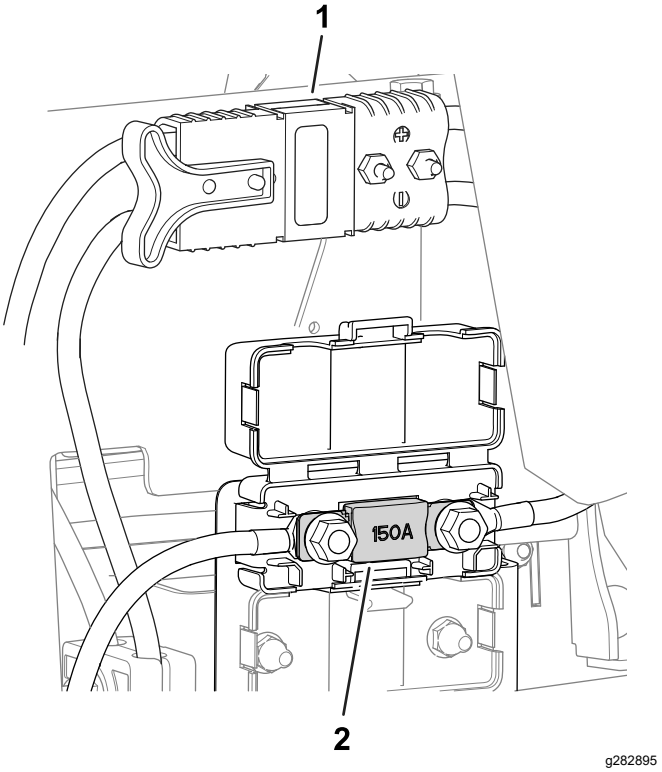

Figura 58
- El fusible del sistema eléctrico está situado debajo de los conectores eléctricos principales (Figura 58).